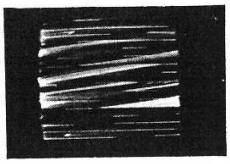

Abb. 193
28. Schalte den Empfänger und die Heizung der Bildröhreneinheit ein. Auf dem Bildschirm muß jetzt ein helligkeitsmoduliertes Raster ähnlich wie in Abb. 193 erscheinen. Ein vollständig synchronisiertes Bild erhältst du jedoch erst nach dem Abgleich verschiedener Regler.